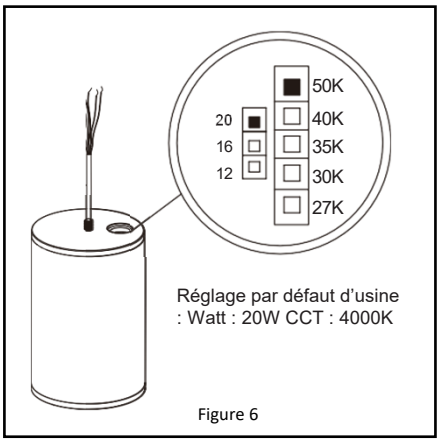

Figure 6
- Réglez la puissance et le CCT en fonction de l'environnement installé. Réinstallez ensuite le défonçage sur le moyeu fileté. ***Reportez-vous à la Figure 6.***